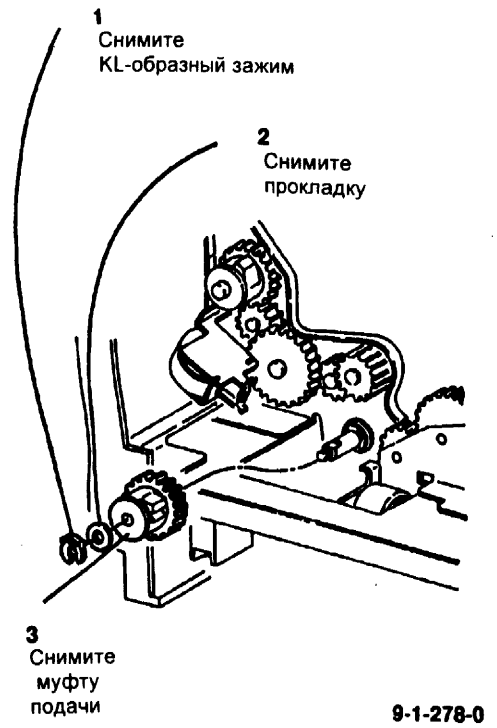

Рис. 2 Снятие муфты подачи лотка 1
5. (Рис. 2) Снимите муфту подачи лотка 1
2. (Обратитесь к рис. 2) Убедитесь, что прокладка опять установлена на муфту подачи лотка 1.